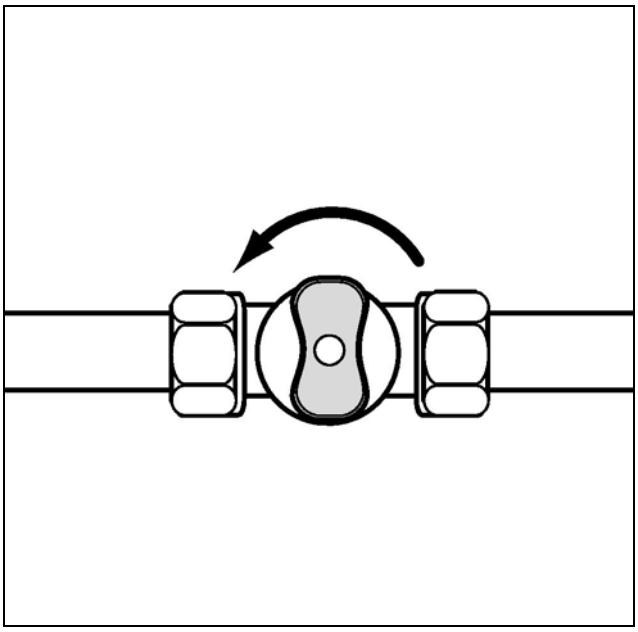

**Рис. 2 Открывание газового запорного вентиля**
- Закройте газовый запорный вентиль (рис. 2)